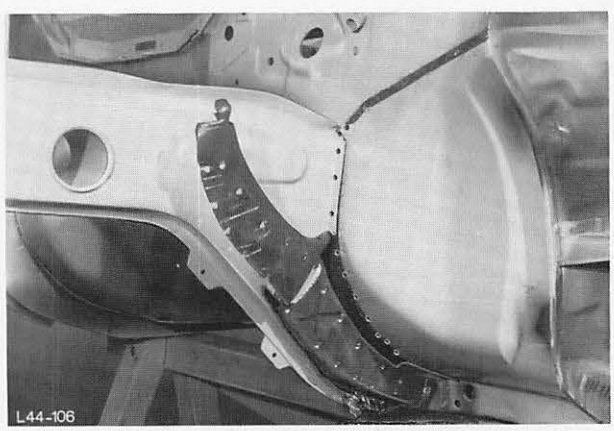

Abb. 104 Längsträger vom Verbindungsflansch trennen
10. Längsträger vom Verbindungsflansch trennen, Abb. 104.